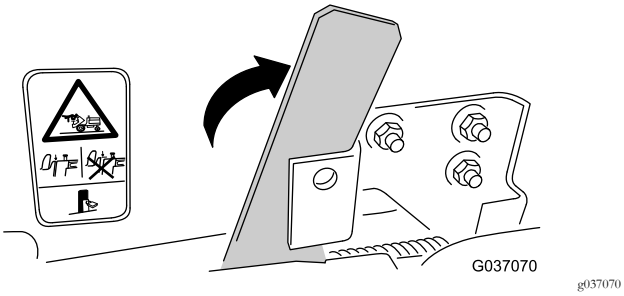
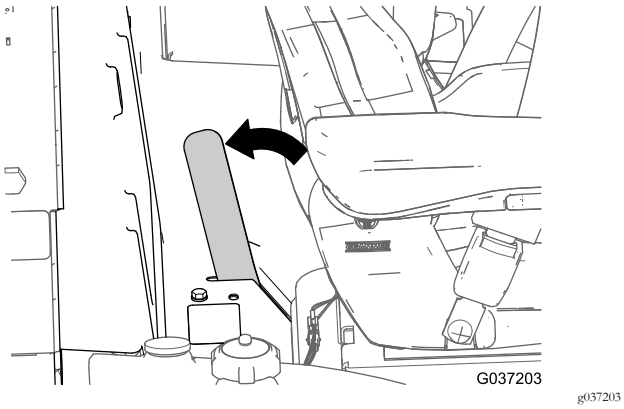

Figur 39
Figur 40
3. Sænk platformen helt, og flyt låsehåndtaget mod plæneklipperens bagende (Figur 39 eller Figur 40), indtil låsekrogene griber helt ind i låsebøjlen.